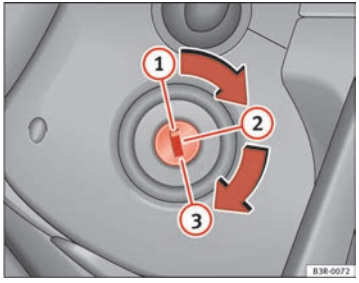

Fig. 137 Ignition key positions
– Turn the ignition key to position (1) ⇒ page 168, fig. 137.